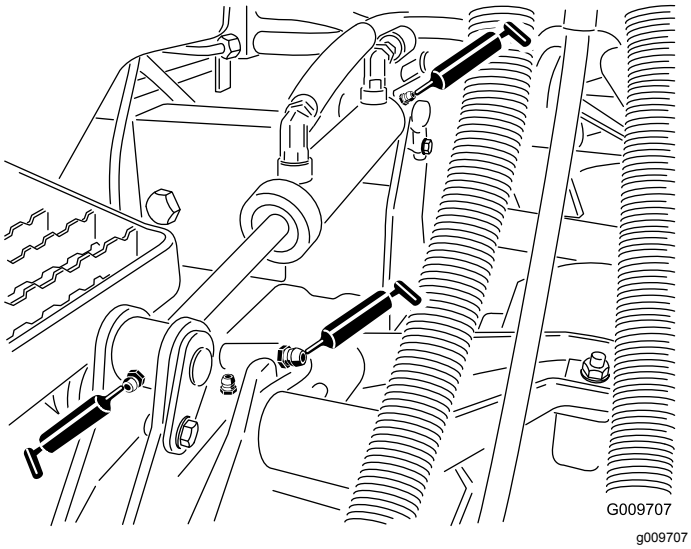

Figur 51
- Løftearmhylsene (1 per klippeenhet) (Figur 51)
- Løftesylinderhylsene (2 per klippeenhet) (Figur 51)